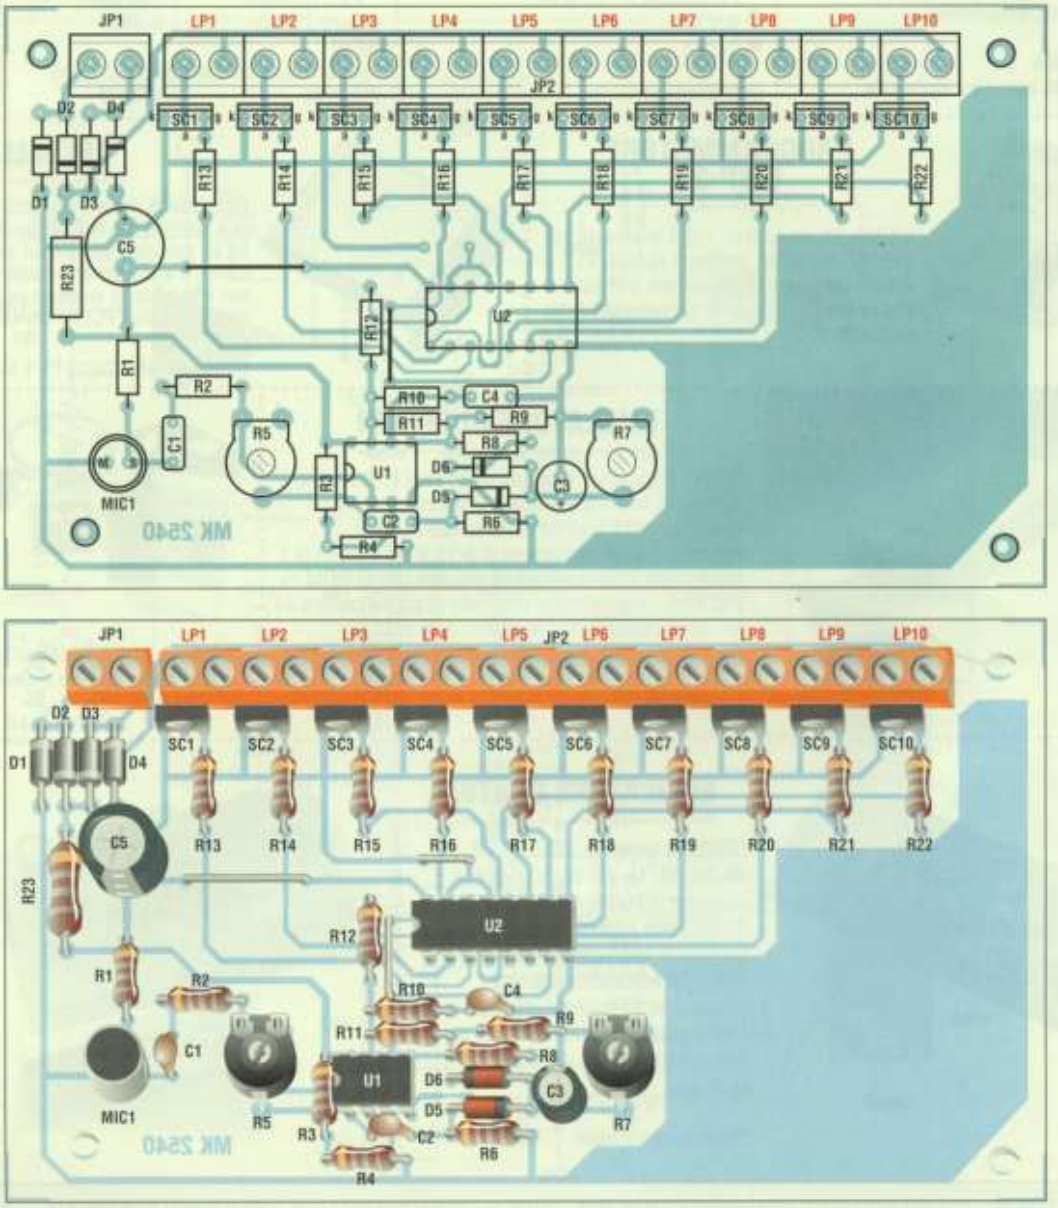

Figura 3. Disposizione dei componenti sul circuito stampato delle luci psicorotanti.
seguendo con estrema attenzione il disegno di **Figura 3** non dovrebbero sorgere dubbi circa il montaggio dei componenti. Prima di dare il via ai lavori di montaggio dei componenti sulla scheda, è necessario effettuare i tre ponticelli impiegando spezzoni di filo nudo: il primo si trova accanto a C5, il secondo sopra U2 ed il terzo di fianco a R12. Iniziare quindi con le parti più piccole ovvero i resistori e i diodi tenendo conto che questi ultimi sono elementi polarizzati e che quindi hanno un preciso orientamento rivelato dalla fascetta che contraddistingue il catodo. Passare agli zoccoli per gli integrati e ai condensatori orientando correttamente quelli elettrolitici, istallare i trimmer R5-R7 ed il microfono ad elettrete il cui terminale di massa (M) è quello connesso alla sua carcassa metallica. Proseguire montando gli SCR la cui superficie metallica andrà rivolta verso l'esterno della basetta e quindi concludere con le morsettiere JP1-JP2, la prima formata da un doppio morsetto a vite, la seconda da dieci degli stessi morsetti in fila. Non appena concluso il montaggio, si potrà passare al collaudo non prima però di aver eseguito un attento controllo soprattutto per quanto concerne l'orientamento dei diodi e delle altre parti polarizzate. A questo proposito è molto importante ricordare che, essendo la scheda sottoposta direttamente alla tensione di rete a 220 V, si dovrà prestare la massima attenzione nel maneggiarla! Col cavo di rete allacciato, si eviti nella maniera più assoluta, anche durante il collaudo, di toccarla e prevedere l'impiego di un contenitore plastico che isoli il circuito dal mondo esterno. Praticare sul pannello superiore del contenitore plastico due fori in corrispondenza dei cursori dei trimmer in modo da poterli regolare facilmente per mezzo di un cacciavite plastico. E veniamo al collaudo che prevede, ancora prima di dare alimentazione, il posizionamento dei due trimmer R5 e R7 a circa metà corsa. Facendo riferimento alla **Figura 4**, collegare alle 10 uscite un carico resistivo come lampade, faretti, file di pisellini, e così via, con una potenza massima di 100 W a 220 V per ogni uscita; quindi dare alimentazione. Si dovrà illuminare una sola lampada (raramente se ne illuminano due o più...) e, dopo circa 4÷10 s, la scheda sarà pronta per funzionare: facendo rumori o parlando davanti al microfono, la scansione si attiverà con velocità proporzionale al rumore. Se nell'ambiente non ci sono rumori, con i trimmer R5 e R7 a metà corsa, la scansione si blocca. Per mezzo di R5 è possibile regolare la sensibilità microfonica: ruotandolo in senso antiorario, massima sensibilità; in senso orario, minima sensibilità. Il trimmer R7 serve a regolare l'effetto volano del sistema, ovvero il tempo che occorre alla scansione per fermarsi da quando il microfono non capta più rumori. Con